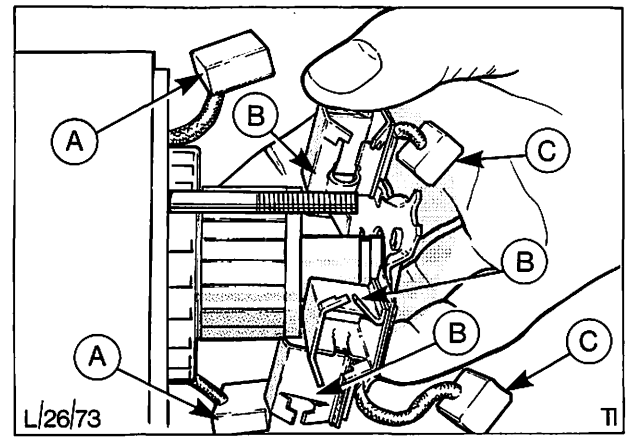

Abb. 86 Bürstenhalter abziehen
7. Bürstenhalter nach Entfernen der Kohlebürsten über die Gewindestifte abziehen, Abb. 86.